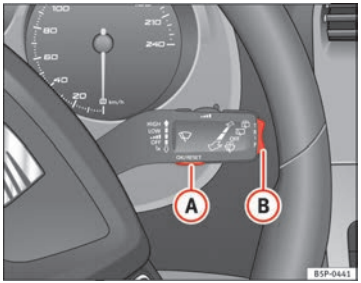
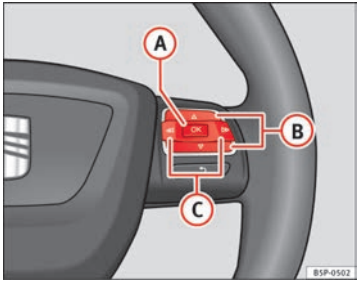

Fig. 45 Windscreen wiper lever: button A to confirm the menu selection and rocker switch B to change the menu
Fig. 46 Steering wheel controls: button A to confirm the menu selection and switch B to change the menu
– Press button (A) on the windscreen wiper lever. The **Configuration** menu is opened. ▶
– To access the “Configuration” menu, press button (C) ⇒ Fig. 46 until the menu is displayed. Now you are in this menu.
– Select option **Winter tyres** using switch (B).
– Press the button (A). The menu **Winter tyres** is opened.
– Use switch (B) to select the menu entry **+ 10 km/h** or **- 10 km/h** and press button (B) to either increase or decrease the set speed.
– Use switch (B) to select the menu point **On / Off** and press the button to switch the speed warning on or off. If the speed warning is deactivated, three dashes will be displayed **---**
– To change from one memory to another, briefly press button A ⇒ Fig. 45 ⇒ page 68 on the windscreen wiper lever or the OK button on the multifunction lever ⇒ Fig. 46 ⇒ page 68 while the ignition is switched on. ▶
The following data can be viewed on the multifunction display using the rocker switch (B) ⇒ Fig. 45 ⇒ page 68 on the windscreen wiper lever or by pressing button [△] or [▽] ⇒ Fig. 46 on the multifunction steering wheel*.
– Press button ▷ or ◁ on the multifunction steering wheel* ⇒ Fig. 46 until the **Vehicle Status** menu is displayed.